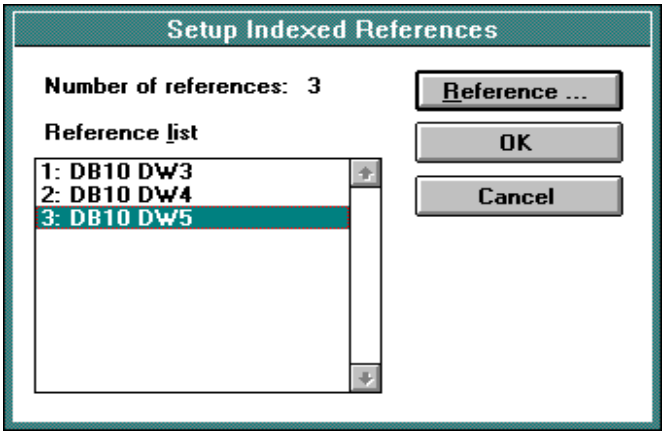

Figure 3
- When creating the *pressure indexed field*, the value of 1 should be referenced to DB10 DW3. Likewise, the value of 2 should be referenced to DB10 DW4, and the value of 3 should be referenced to DB10 DW5. A configured dialog box is shown in Figure 3.